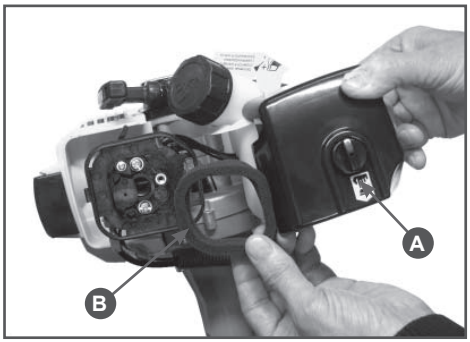

Рис. 13 Обслуживание воздушного фильтра
1. Открутите винт А и снимите крышку воздушного фильтра (Рис.13).